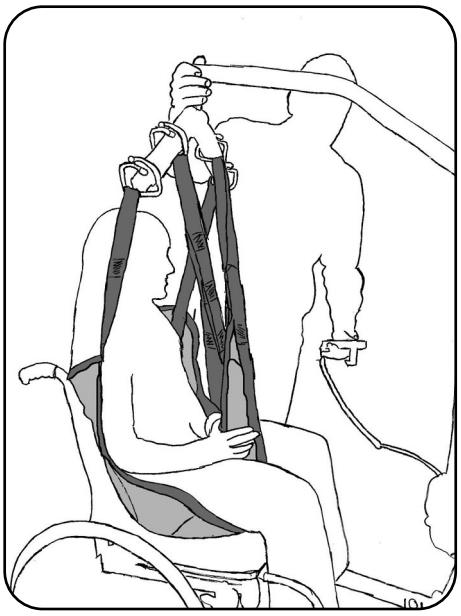

Abb. 8.2.03 – Anheben des Patienten
7. Hängen Sie die Beinschlaufen über Kreuz, entsprechend dem Kapitel Vorbereitung Abschnitt **Transportbügel der aks-Patientenlifter**, an die Haken des Transportbügels (Abb. 8.2.03). Achten Sie dabei auf die gleiche Einhängeposition. Diese erkennen Sie an der farblichen Kennzeichnung der Schlaufen (siehe Kapitel Vorbereitung Abschnitt **Gurtschlaufen**).
8. Hängen Sie die Schulterschlaufen, entsprechend dem Kapitel Vorbereitung Abschnitt **Transportbügel der aks-Patientenlifter**, an die Haken des Transportbügels (Abb. 8.2.03). Achten Sie auch hier auf die gleiche Einhängeposition der Schlaufen. Diese erkennen Sie an der farblichen Kennzeichnung der Schlaufen (siehe Kapitel Vorbereitung Abschnitt **Gurtschlaufen**).
9. Heben Sie den Patienten mit dem aks-Patientenlifter an (Abb. 8.2.03). Beobachten Sie dabei den Patienten und die Straffung des Liftergurtes. Korrigieren Sie gegebenenfalls den Sitz des Liftergurtes durch erneutes Ablassen des Patienten und Verschieben der ungünstig sitzenden Teile des Liftergurtes. Beobachten Sie während des gesamten Hebevorganges ständig den Patienten und den Sitz des Liftergurtes. Heben Sie den Patienten nur so hoch wie nötig.